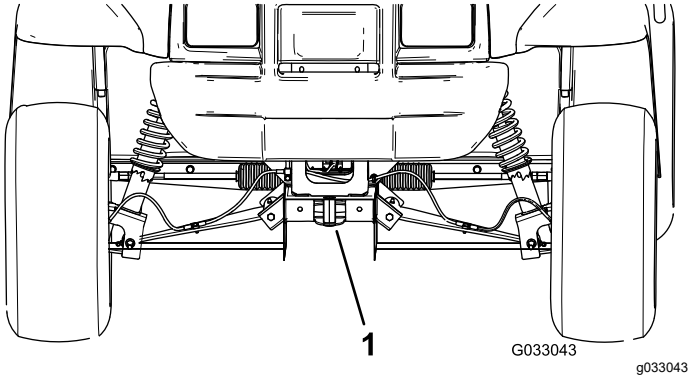

Figuur 20
- Het hefpunt vooraan de machine bevindt zich aan de voorzijde van het frame, achter de sleeplip (Figuur 20).